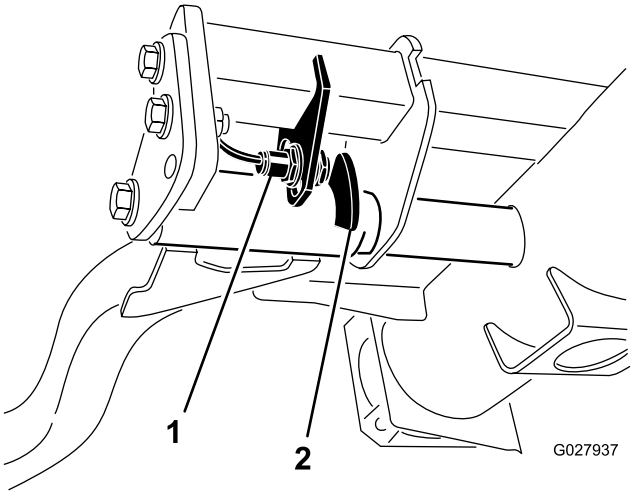

Figur 39
2. Lyftarmsbrytaren sitter under hydraultanken, bakom den främre, högra lyftarmen (Figur 39).